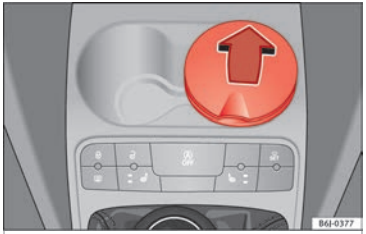

Fig. 144 Front ashtray.
– To open the ashtray, lift the cover ››› **Fig. 144**.